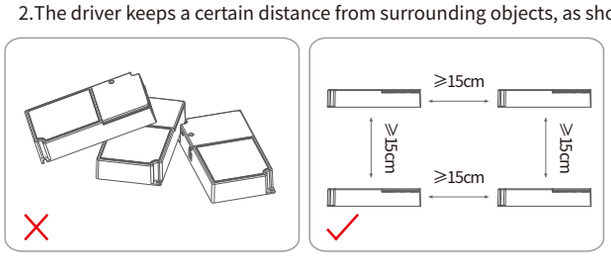

Figure 1
1.The driver should be a certain distance between the drives, as shown in Figure 1.